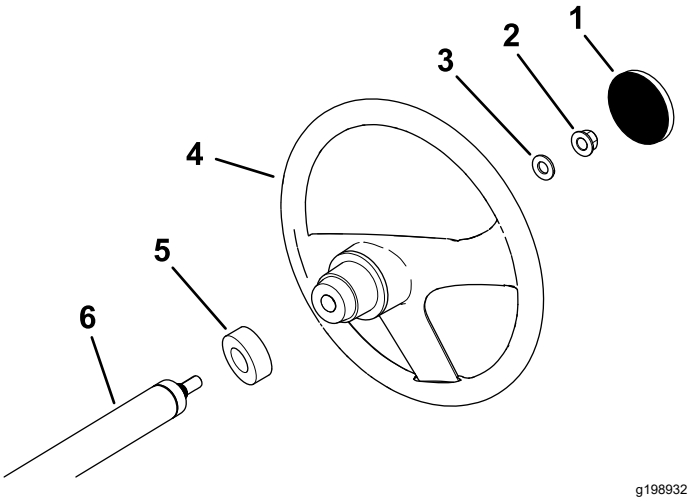

Figur 3
1. Ta i förekommande fall bort kåpan från rattnavet (Figur 3).
2. Ta bort låsmuttern (½ tum) från styraxeln (Figur 3).
3. Skjut på ratten, dammskyddet och brickan (½ tum) på styraxeln (Figur 3).
5. Montera kåpan på ratten (Figur 3).